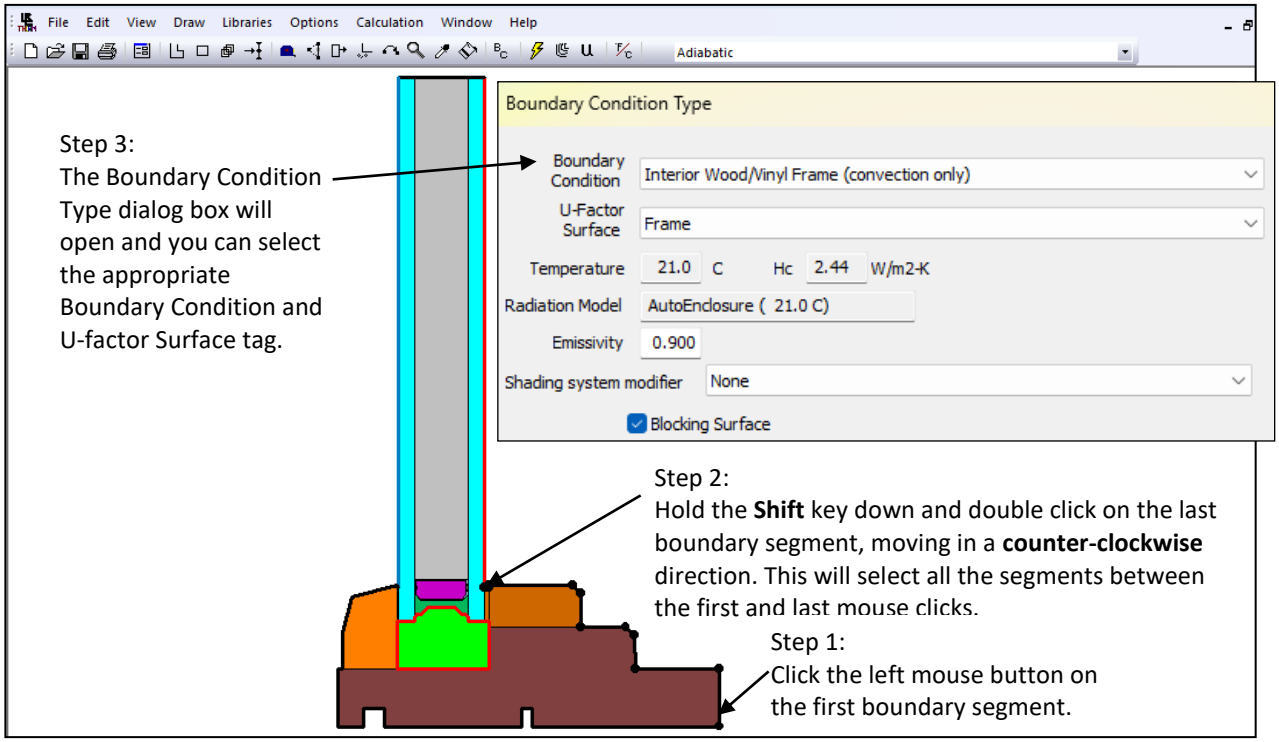

Figure 10-46. Select multiple boundary segments for the interior side of the cross section, and define their boundary conditions.
- Hold the Shift key down, and click on the segment on the interior stop. The program automatically selects all boundary segments between the first and last selected segments, moving in a counterclockwise direction, as shown in Figure 10-46.
- Press Enter and the Boundary Condition Type dialog box will appear. Select Interior Wood/Vinyl Frame for the boundary condition and Frame for the U-Factor Surface as shown in Figure 10-46. Press the OK button.